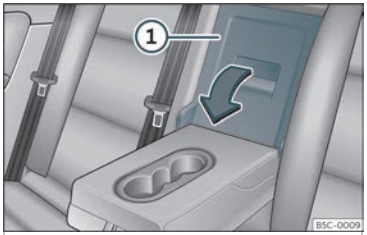

Abb. 115 An der Rücksitzlehne: Öffnung der Durchladeeinrichtung.
• Ziehen Sie den Entriegelungshebel in Pfeilrichtung und schwenken Sie den Deckel der Durchladeeinrichtung››› **Abb. 115** ① vollständig nach vorn.